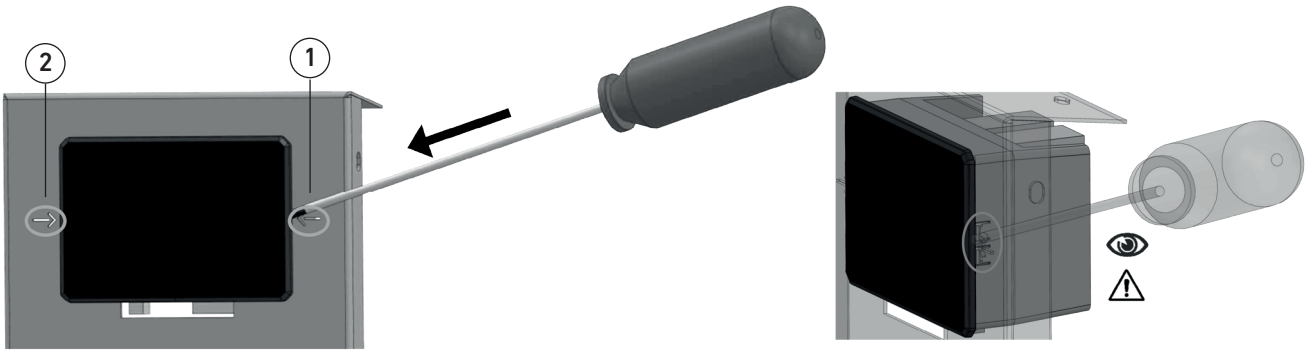

fig. 22
- Inserire la punta di un cacciavite a testa piatta tra la lamiera di supporto e la cornice della centralina nei punti indicati dalle frecce presenti ai lati della centralina (fig. 22 part. 1-2);